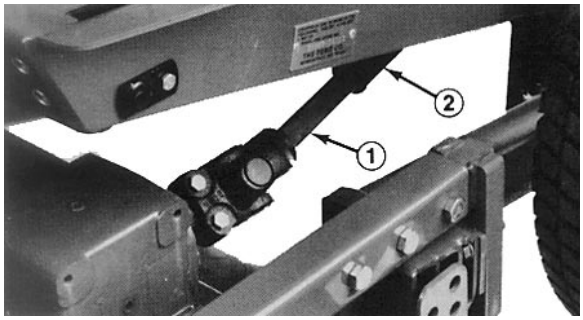

Bild 10
5. Den Motor abstellen und das Schnittwerk von Zugmaschine und Trägerrahmen wegschieben, dabei die Stecker- und Buchsenteile der Zapfwelle trennen (Bild 10).